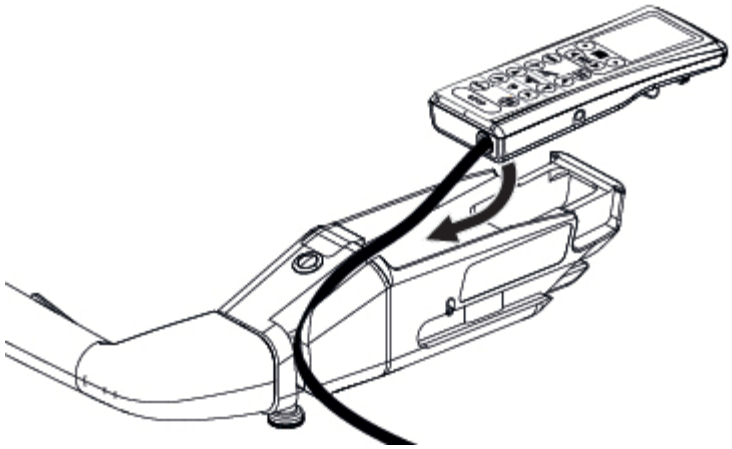

Figura 6-6. Installazione della pulsantiera
1. Far passare il cavo di collegamento attraverso la scanalatura della maniglia di trasferimento motorizzata. Vedere *Figura 6-6*.